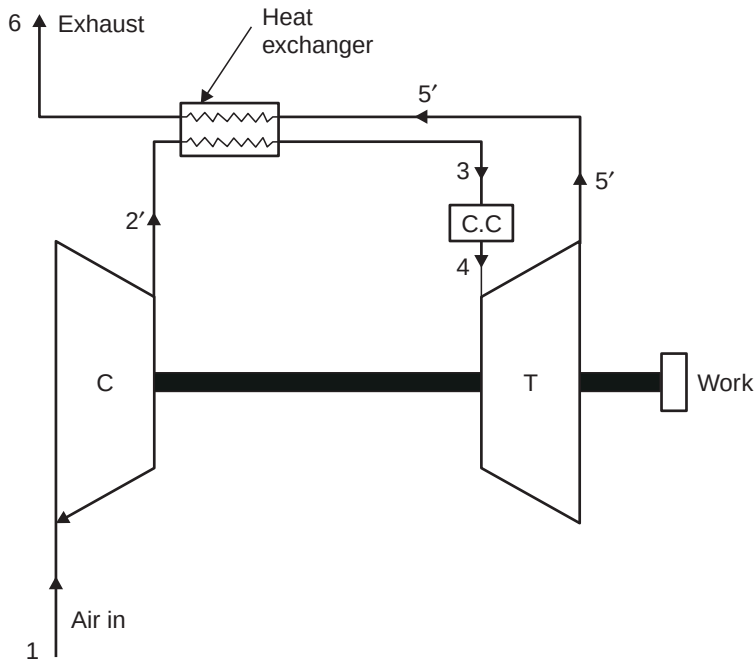
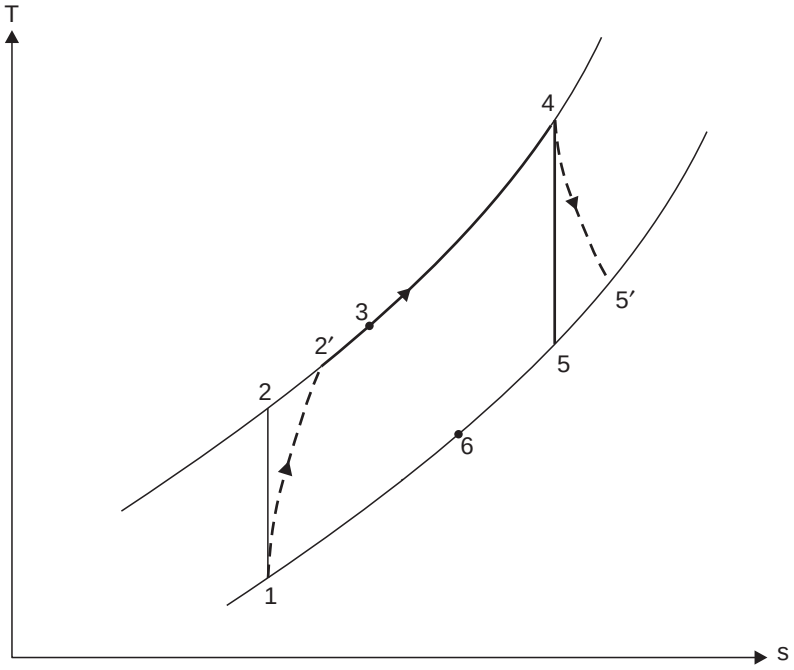

Fig. 13.41. Gas turbine with regenerator.
Fig. 13.42. *T-s* diagram for the unit.
3. **Regeneration.** The exhaust gases from a gas turbine carry a large quantity of heat with them since their temperature is far above the ambient temperature. They can be used to heat the air coming from the compressor thereby reducing the mass of fuel supplied in the combustion chamber. Fig. 13.41 shows a gas turbine plant with a regenerator. The corresponding *T-s* diagram is shown in Fig. 13.42. 2′-3 represents the heat flow into the compressed air during its passage through the heat exchanger and 3-4 represents the heat taken in from the combustion of fuel. Point 6 represents the temperature of exhaust gases at discharge from the heat exchanger. The maximum temperature to which the air could be heated in the heat exchanger is ideally that of exhaust gases, but less than this is obtained in practice because a temperature gradient must exist for an unassisted transfer of energy. The *effectiveness* of the heat exchanger is given by :